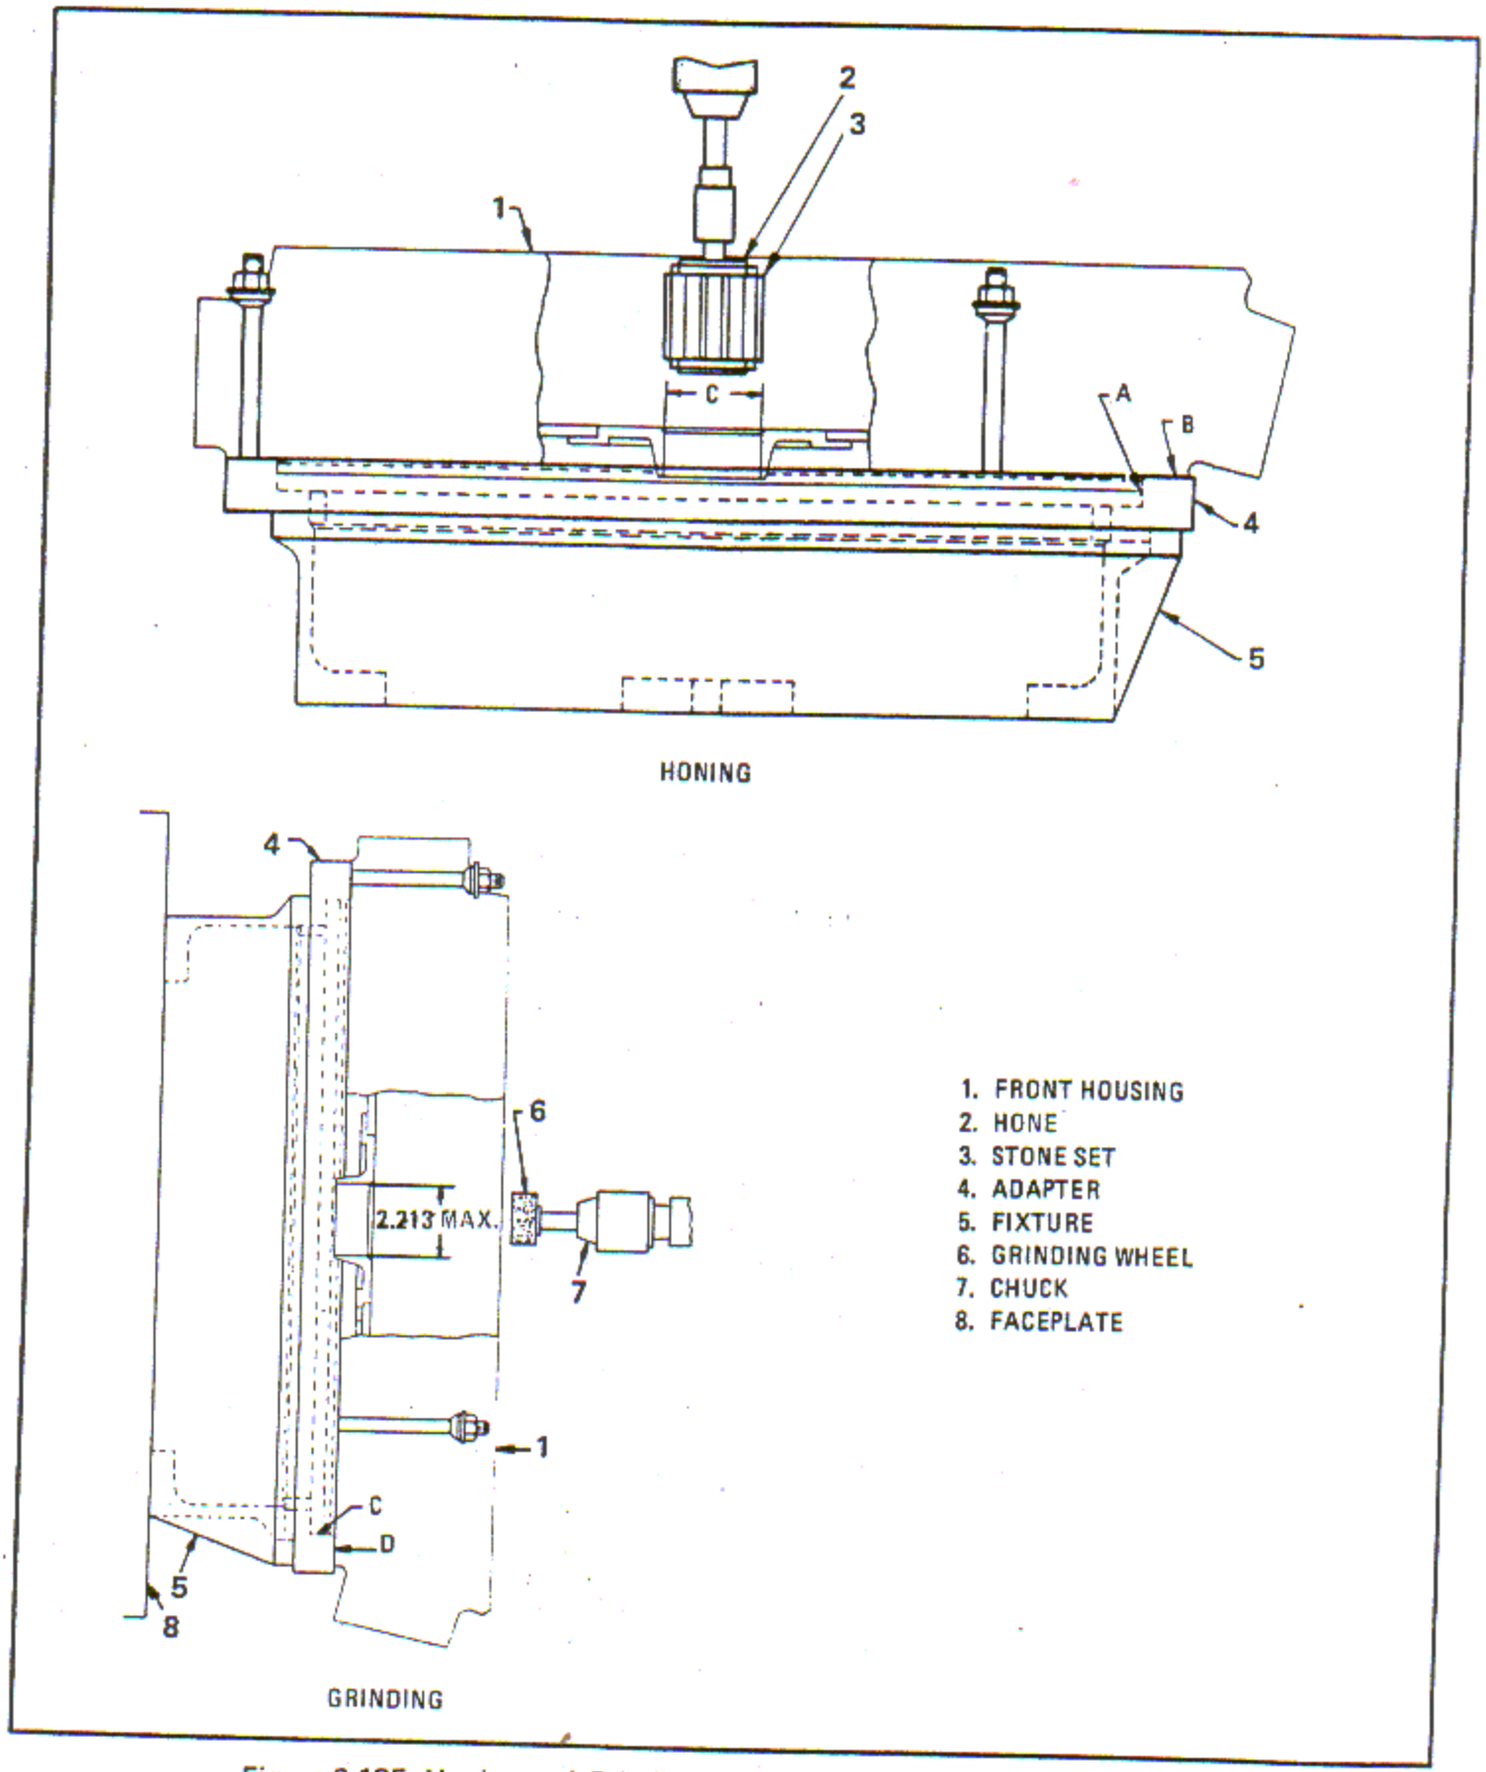

Figure 6-185. Honing and Grinding Inside Diameter of Housing Support
b. Clamp adapter (4, figure 6-185) to fixture (5) and place on the work table of a drill press or honing machine. Indicate surfaces A and B to be square and true within 0.001 inch full indicator reading with the machine spindle. Clamp the fixture to table and clamp housing securely to the adapter.
c. Place a hone (2, figure 6-185) equipped with a roughing stone set (3) in the chuck (7). Hone diameter C only enough to clean up the surface, using a spindle speed of 50 rpm and kerosene, Federal Specification VV-K-211, as a lubricant.
d. Replace the roughing stone set (3) with a finishing stone set. Hone, removing only enough metal to obtain a smooth surface.
a. Clamp fixture (5, figure 6-185) and adapter (4) to faceplate of a suitable ID grinder (Heald Machine Works, 1835 Stewart Ave., Springfield, Missouri, or equivalent).